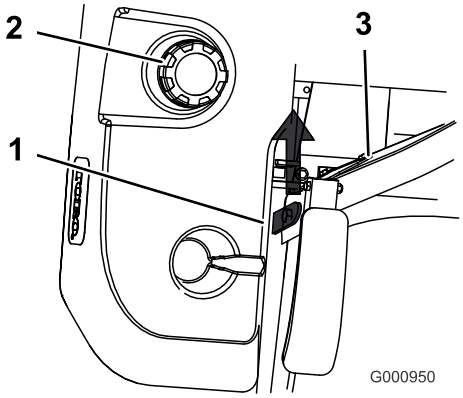

**Figur 30**
3. Hev setet. Dette vil muliggjøre tilgang til maskinen under setet (Figur 30).